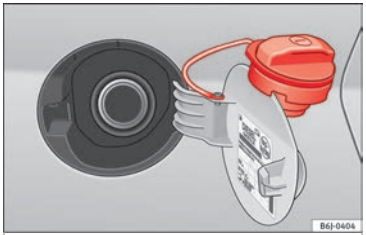

Fig. 33
- Rest it on the upper part of the fuel tank flap ››› Fig. 33.